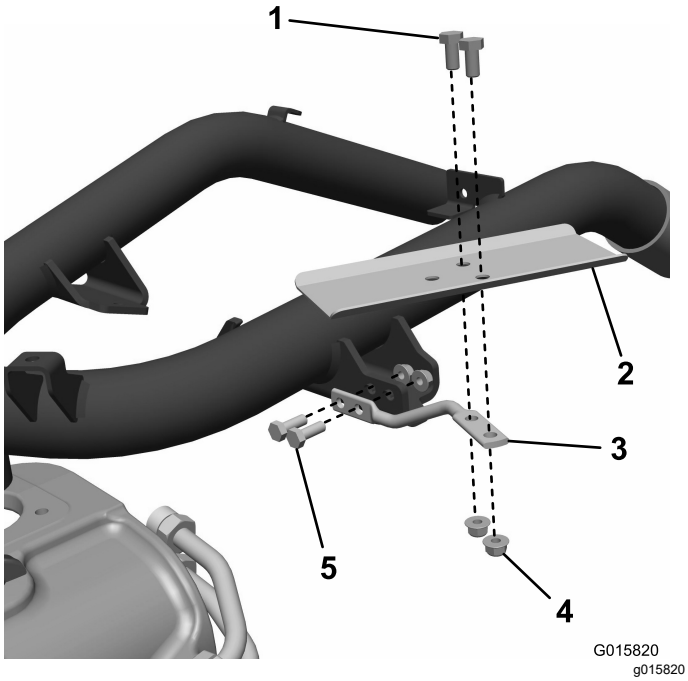

Figur 8
1. Monter trådformen på stellet, og fastgør den med 2 bolte (5/16") og 2 møtrikker (Figur 8).